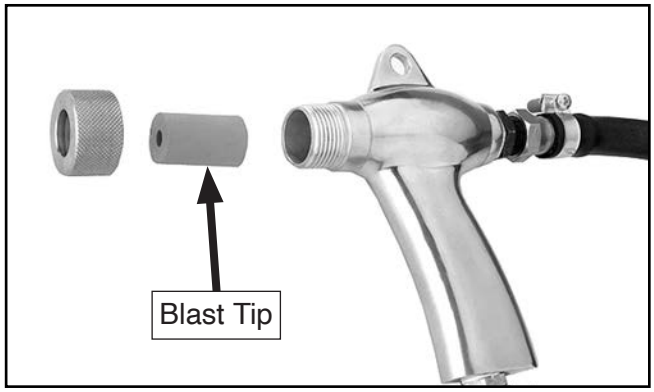

Figure 25. Blast tip installation.
4. Install correct tip into blast gun, in position shown in **Figure 25**. Typically, 6mm tip is used, but refer to **Blasting Media** section on **Page 26** to understand when to use larger-sized tips.